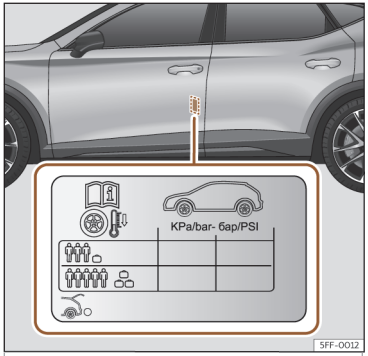

Fig. 219 Ubicación del adhesivo de la presión de inflado de los neumáticos.
- Adapte la presión de los neumáticos a la carga que lleva el vehículo››› **fig. 219**.
Los valores de la presión de inflado se indican en la etiqueta adhesiva situada en la zona posterior del marco de la puerta delantera izquierda››› **fig. 219**.
La presión de los neumáticos se debe adaptar a la carga actual del vehículo. Si el vehículo va a ir cargado al máximo, debe aumentar la presión de inflado al valor máximo de carga indicado en la etiqueta adhesiva ››› **fig. 219**.
En el caso de una rueda de emergencia minimizada (125/70 R18), inflar a 4,2 bar de presión según se indica en la etiqueta de presión de los neumáticos››› **fig. 219**.
- **El conductor es responsable de que todos los neumáticos del vehículo estén inflados a la presión correcta. La presión de inflado recomendada viene indicada en un adhesivo>>> fig. 219 .**
- **Con los neumáticos en frío, deberá mantenerse siempre la presión indicada en el adhesivo>>> fig. 219 .**